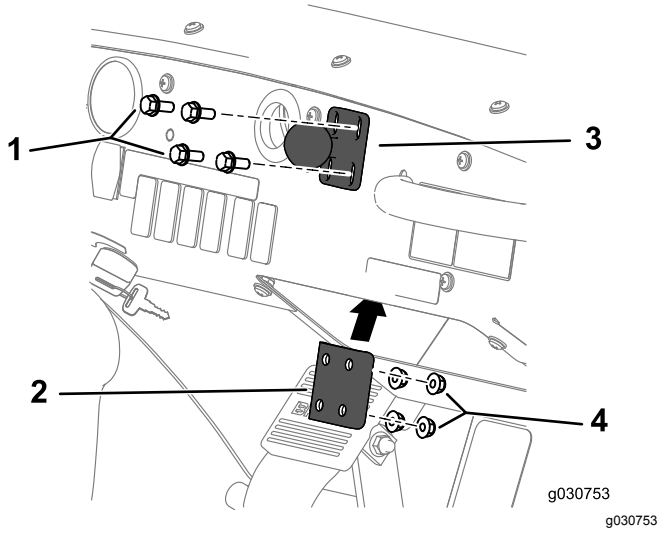

Figuur 152
1. Monteer de kogeltaphouder op het dashboard; gebruik hierbij de 4 bouten (1/4 x 1-1/2 inch), de verstevigingsplaat en de flensborgmoer (1/4 inch) zoals wordt getoond in Figuur 152.